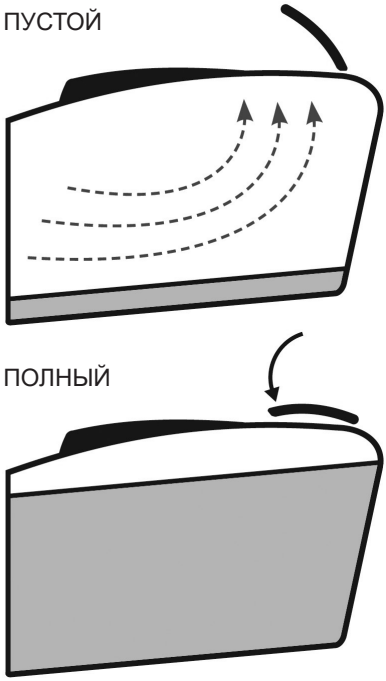

**Рис. 22. Индикатор заполнения травосборника**
11. В процессе работы травосборник заполняется. Для контроля заполнения травосборника на верхней части травосборника имеется индикатор (флажок). Пока травосборник не заполнен, флажок будет приподниматься из корпуса травосборника потоком воздуха, проходящим через травосборник. Если флажок находится в горизонтальном положении, значит травосборник заполнен (Рис. 22).